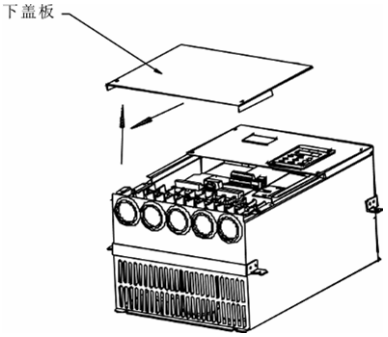

图 3-4 钣金外壳下盖板拆卸图
18.5kW 以上 MD 系列变频器采用钣金外壳，钣金外壳下盖板的拆卸参见图 3-4。可用工具直接将下盖板的螺丝拧松即可。